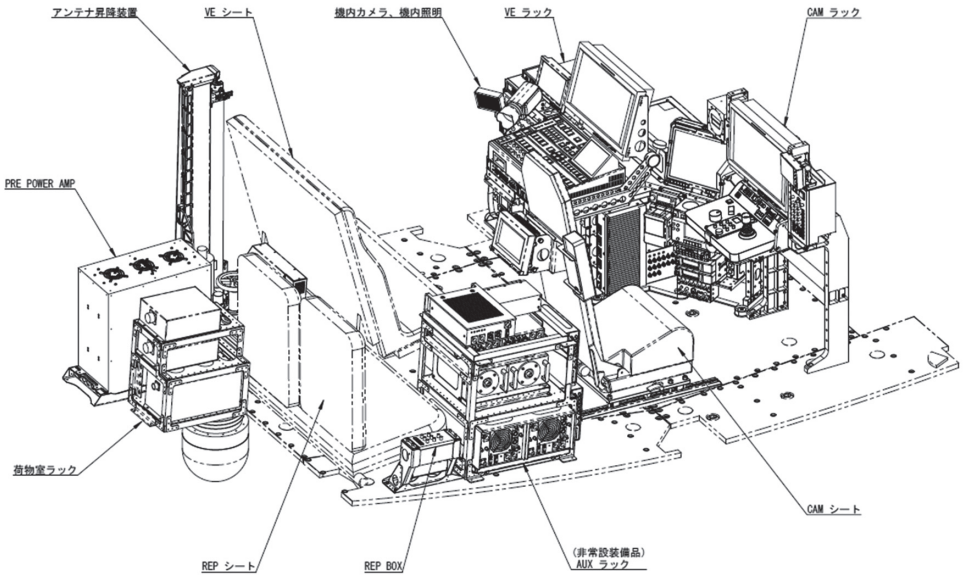

図2　JA004M機内レイアウト
②は、ケーブルの多い機器をVE席に集約し（図2）、「電源ケーブル」「映像・音声・制御ケーブル」の重量を大幅に軽減させることを目指した。もちろん全体の重量バランスをとることも忘れていない。